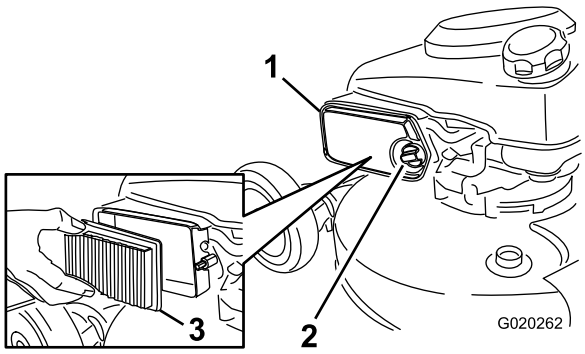

Figur 36
1. Skruva av ratten och öppna skyddet (Figur 36).
2. Byt ut luftrenarinsatsen (Figur 36).